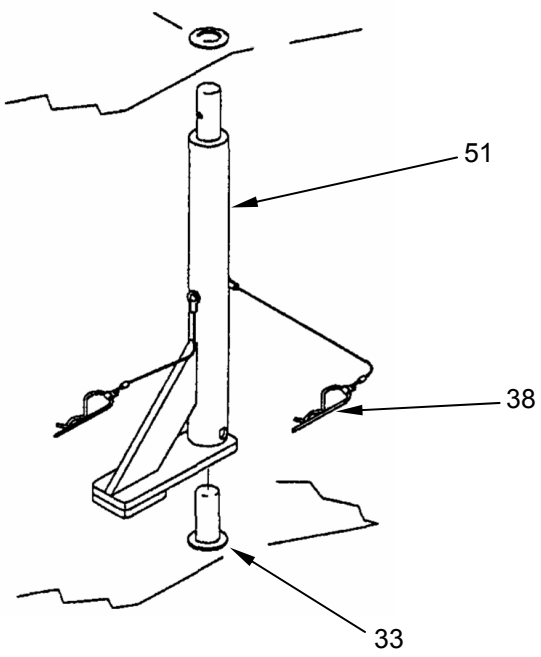

Figure 25. Install Eave Extenders.
13. Identify the six eave extenders **(Figure 25, Item 51)**.
14. Place eave extenders **(Figure 25, Item 51)** on eave spindle **(Figure 25, Item 33)** with brace towards ridge.
15. Align holes on spindle **(Figure 25, Item 33)** and eave extender **(Figure 25, Item 51)** and insert the hitch clip pin **(Figure 25, Item 38)** ensuring it secures both components.